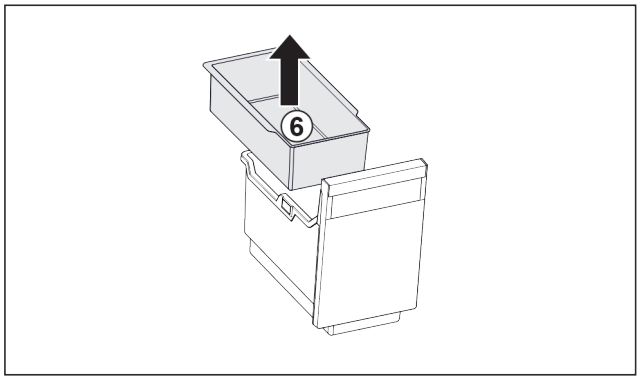

Fig. 119
- ▶ Einhängeschale *Fig. 119 (6)* entnehmen.